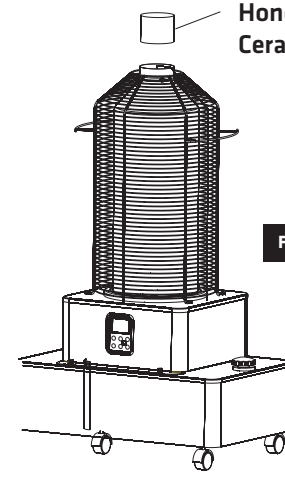

FIGURE 1
2. As shown in Figures 1–2, place the honeycomb ceramic block into the chimney connection opening of the heating chamber.